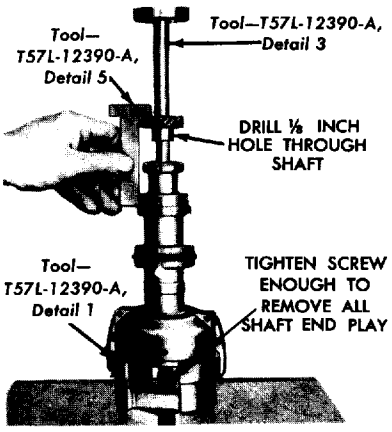

FIG. 18—New Shaft Installation
2. Attach the distributor shaft supporting tool to the distributor and position the assembly in a vise. Insert a 0.002-inch feeler gauge between the backing screw and the shaft. Tighten the backing screw on the tool enough to remove all shaft end play. Remove the feeler gauge and allow the shaft to rest on the backing screw. Slide the collar on the shaft. While holding the collar in place against the distributor base (Fig. 18), drill a ⅛-inch hole through the shaft using the access opening in the collar as a pilot.
4. With the backing screw on the support tool tightened enough to remove all end play, press the gear on the shaft so that the distance from the bottom face of the gear to the bottom face of the distributor mounting flange is to specifications (Fig. 18). Drill a ⅛-inch hole through the shaft using the hole in the gear as a pilot.